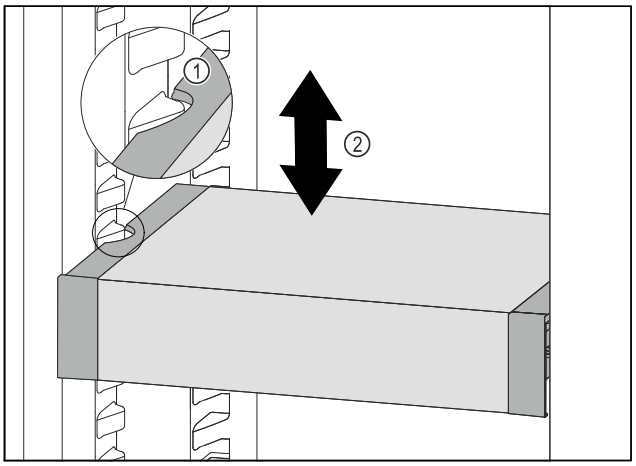

Fig. 108
▶ Húzza előrefelé a VarioSafe fiókot annyira, hogy a VarioSafe oldalsó kivágásai a hűtőrészben a tartóborda magasságában legyenek. *Fig. 108 (1)*
▶ A hűtőrészben a VarioSafe fiókot mozgassa felfelé vagy lefelé a kívánt magasság eléréséig. *Fig. 108 (2)*